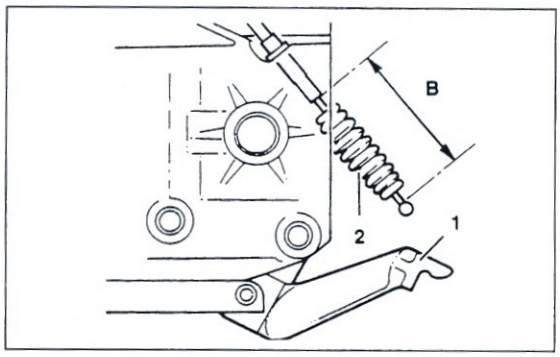

Bild 27
● Seilzug am Kupplungs-Ausrückhebel ① Bild 27 am Getriebe aushängen (Hebel eindrücken und Nippel herausführen).